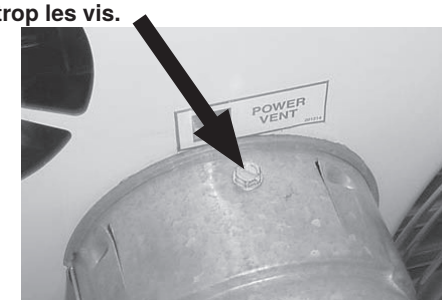

Figure 11. Instructions pour connecter un tuyau de ventilation à double paroi de type B à un tuyau à simple paroi
- **Tuyau de ventilation à double paroi de type B :** joignez les sections de tuyau conformément aux exigences du fabricant de tuyaux—reportez-vous aux instructions illustrées dans la **Figure 11** pour connecter le tuyau à double paroi au collier du radiateur, au tuyau à simple paroi et au capuchon de ventilation. Travailler rapidement pour assembler les composants avant que le scellant ne sèche.